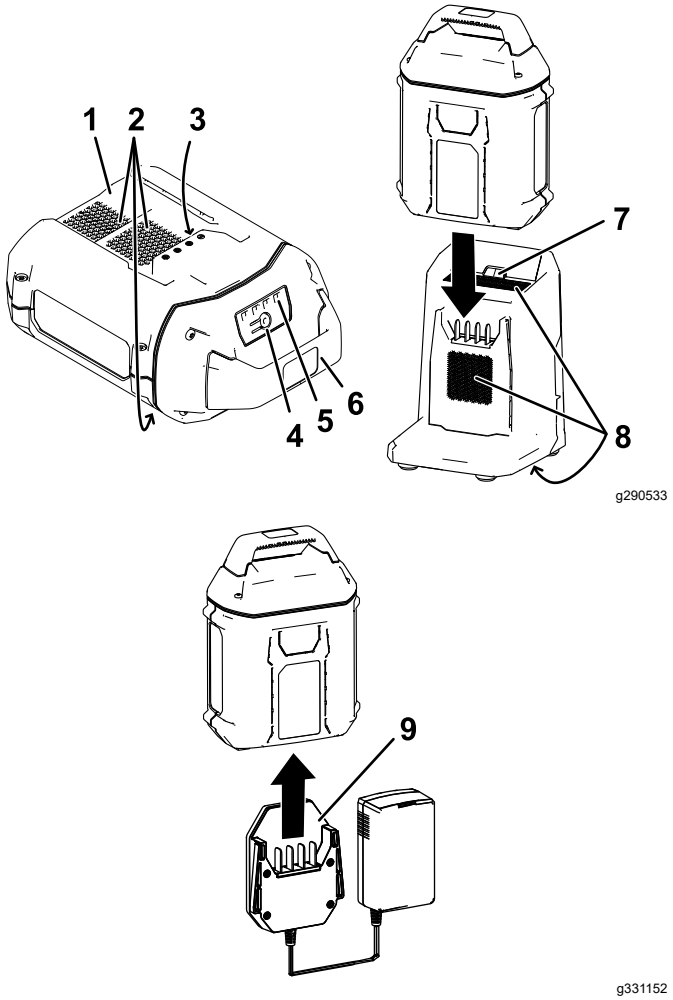

Figura 2
2. Alinee el hueco de la batería (Figura 2) con la lengüeta del cargador.
3. Introduzca la batería en el cargador hasta que esté completamente asentada (Figura 2).